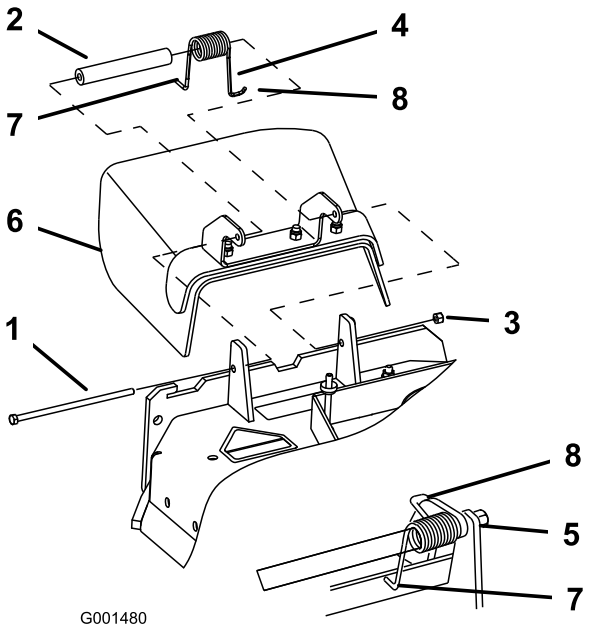

Figura 59
1. Retire la contratuerca, el perno, el muelle y el espaciador que sujetan el deflector a los soportes de pivote (Figura 59). Retire el deflector de hierba dañado o desgastado.
Nota: Asegúrese de colocar el extremo en **L** del muelle detrás del reborde de la plataforma antes de instalar el perno, según se muestra en la Figura 59.
3. Instale el perno y la tuerca. Coloque el extremo en **J** del muelle alrededor del deflector de hierba (Figura 59).